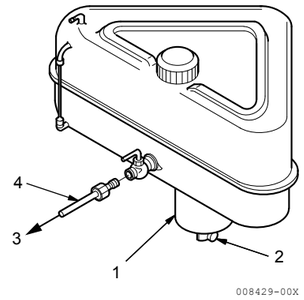

***Figure 4***
2. Put a container under the drain cock **(Figure 4, (2))** to catch fuel.